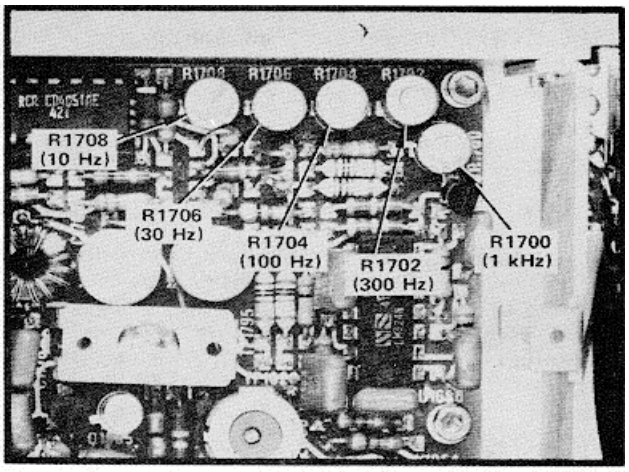

Fig. 4-18. Bandwidth adjustments for Variable Resolution Amplifier.
g. ---Calibrate the resolution bandwidth (6 dB down) for the 1 kHz to 30 Hz RESOLUTION positions by decreasing the resolution bandwidth and FREQUENCY SPAN/DIV settings sequentially and adjusting the respective bandwidth with R1700 (1 kHz), R1702 (300 Hz), R1704 (100 Hz), and R1706 (30 Hz). See Fig. 4-18 for adjustment locations.
h. --- Switch the RESOLUTION to 10 Hz. Adjust the 10 bandwidth with R1708 (Fig. 4-18) so the bandwidth, 70 down, is 100 Hz ±20 Hz.